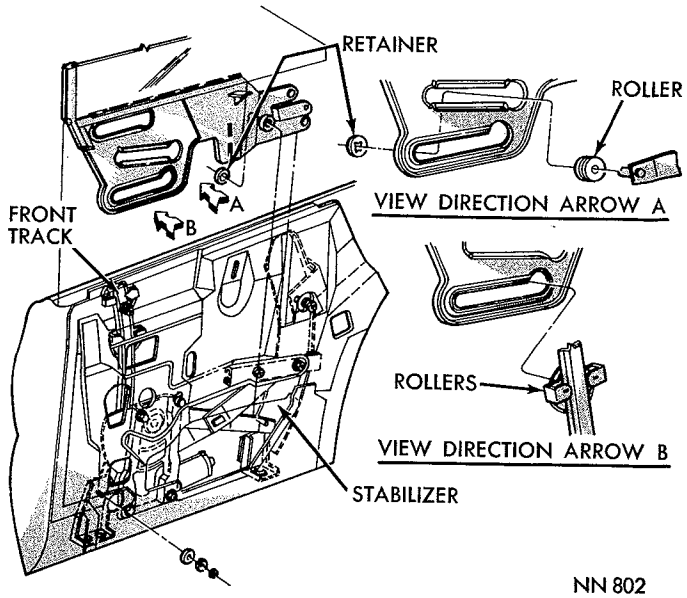

***Fig. 154—Quarter Window Replacement—Convertible***
(1) Remove the front track and roller assemblies (Fig. 154).
(2) Remove regulator arm stud retainers and studs from glass lower frame.
(3) Remove roller from glass frame center slot.
(4) Raise glass and disengage from rear stabilizer.
(5) Remove glass and frame from panel.
(6) Inspect slide areas and roller assemblies.